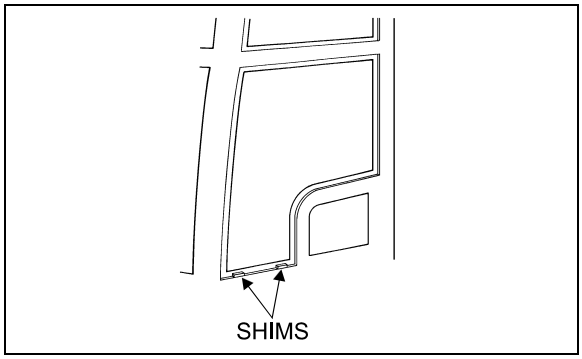

FIGURE 35: ADHESIVE-MOUNTED WINDOW 18079
*Use small shims to raise the glass in proper position. Shims can be cut from the tremshield tape (*Figure 35*).*